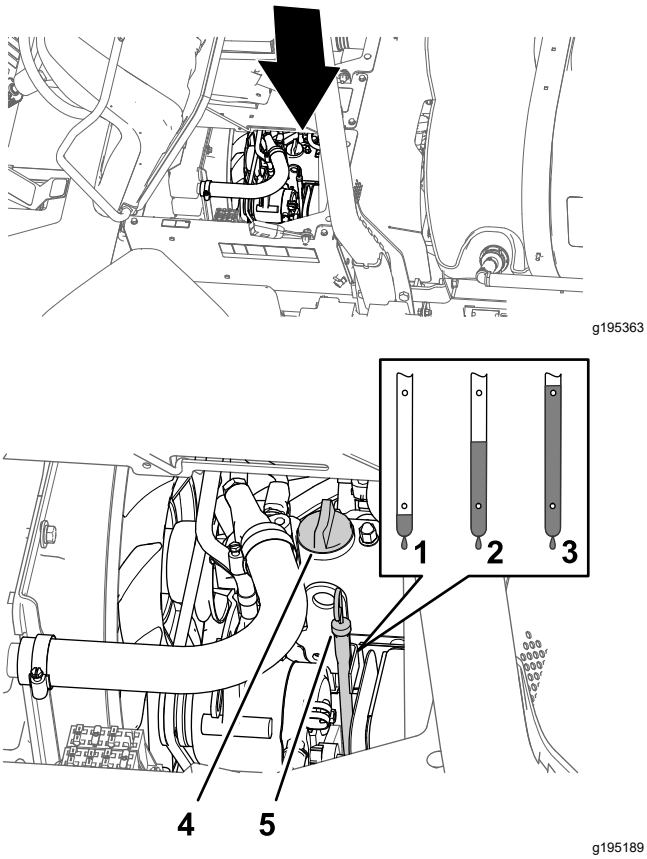

図 73
2. 助手席の下にあるディップスティックを抜き、ウェスで一度きれいに拭く (図 73)。
3. オイルの量が不足している場合は、バルブカバーについている補給口のキャップ図 73を取り、ディップスティックの FULL マークまで、補給管からオイルを補給する。
4. キャップを取り付ける図 73。
5. ディップスティックをしっかり差し込んで終了図 73。